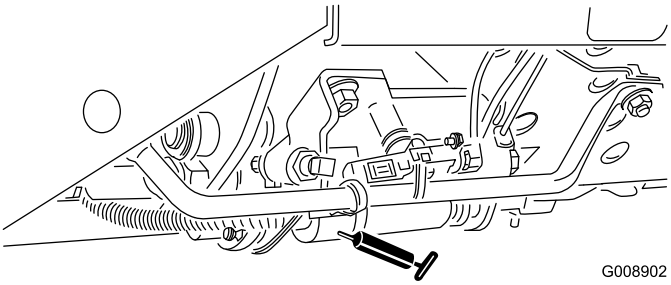

**Figur 58**
- Klippe/transportskyder (Figur 58)